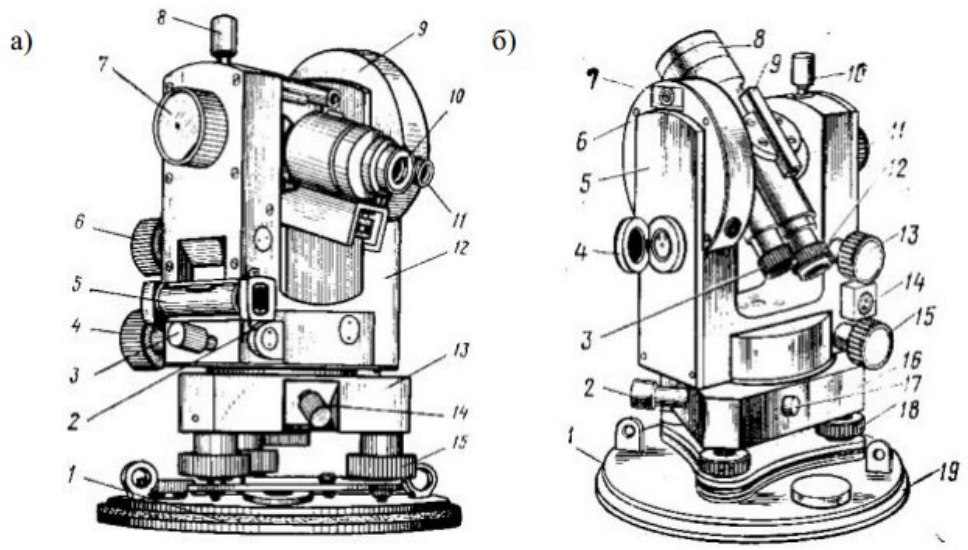

Рисунок 20. Устройство теодолита
***Горизонтальный круг*** служит для измерения горизонтальных углов и состоит из лимба и алидады. *Лимб* – стеклянный круг, по скошенному краю которого нанесены деления с оцифровкой от 0° до 360°по часовой стрелке. *Алидада* верхняя часть прибора расположенная на одной оси с лимбом. На алидаде нанесены указатели позволяющие отсчитывать деления лимба. Вместе с алидадой вращаются стойки на которые опирается ось вращения зрительной трубы с вертикальным кругом. Установка оси вращения алидады в отвесное положение выполняется тремя подъемными винтами 15 подставки 13 по цилиндрическому уровню 5. (рисунок 20, а). Ось вращения алидады называют основной осью теодолита.
***Вертикальный круг*** предназначен для измерения вертикальных углов. Лимб расположенный внутри корпуса 9 (рисунок 20, а) представляет собой стеклянный диск, который жестко скреплен с осью вращения зрительной трубы и вращается вместе с ней при этом алидада остается неподвижной. На лимбе нанесены деления через 1°.Оцифровка делений секторальная. Два противоположных сектора имеют положительную оцифровку 0 до 75°, два других – отрицательную от - 0 до - 75°.
***Зрительная труба*** предназначена для наблюдения удаленных предметов. На трубе с одной стороны установлен коллиматорный визир 9 (рисунок 20, б) для приближенного (грубого) визирования на цель, а с другой – цилиндрический уровень для приведения визирной оси трубы в горизонтальное положение. Труба 2Т30П и 4Т30П дает прямое изображение. Оптическая система трубы состоит из: объектив, окуляра, и фокусирующей линзы, которую с помощью специального устройства – кремальеры, перемещают вдоль геометрической оси трубы. Между фокусирующей линзой и окуляром помещена сетка нитей – пластина, на которой нанесены вертикальные и горизонтальные штрихи.
***Цилиндрический уровень 5*** служит для приведения плоскости лимба в горизонтальное положение (рисунок 20, а). Уровень состоит из стеклянной ампулы, внутренняя поверхность которой отшлифована по дуге окружности определенного радиуса. На внешней поверхности ампулы нанесены штрихи через 2 мм. Точка, соответствующая средней части центрального деления ампулы называется *нуль-пунктом уровня* .Касательная к внутренней поверхности ампулы в нуль-пункте называется *осью уровня.*